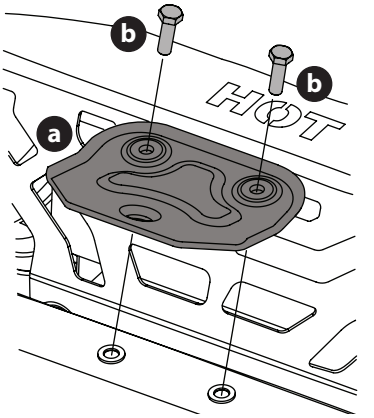

Fig. 3
1. Ubique el enganche (a) e instálelo en la parte trasera del bastidor con los dos tornillos de arandela hexagonal (b) proporcionados (Fig. 3).